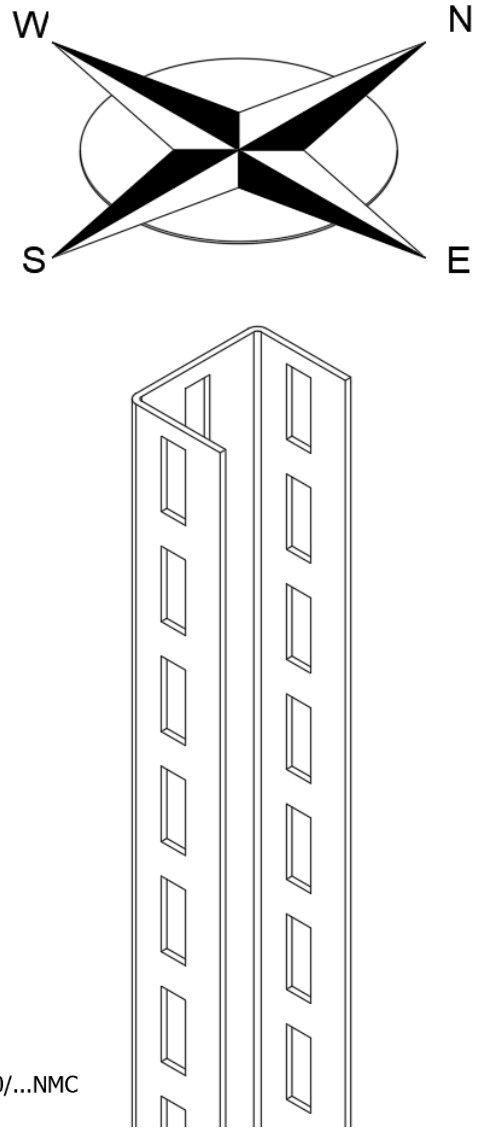

Рис. 6. Орієнтація опорних стійок
1) Встановити основи **PCB70** на бетонну основу відповідно до даних, наведених у таблицях 3 та 4, з урахуванням їхньої орієнтації відносно сторін світу, показаної на рис. 6.
2) Закріпити опорні стійки **CT70H50/…NMC** і **CWT70H50/…NMC** до основ **PCB70** (деталь 1), дотримуючись їхньої орієнтації відносно сторін світу, наведеної на рис. 6.